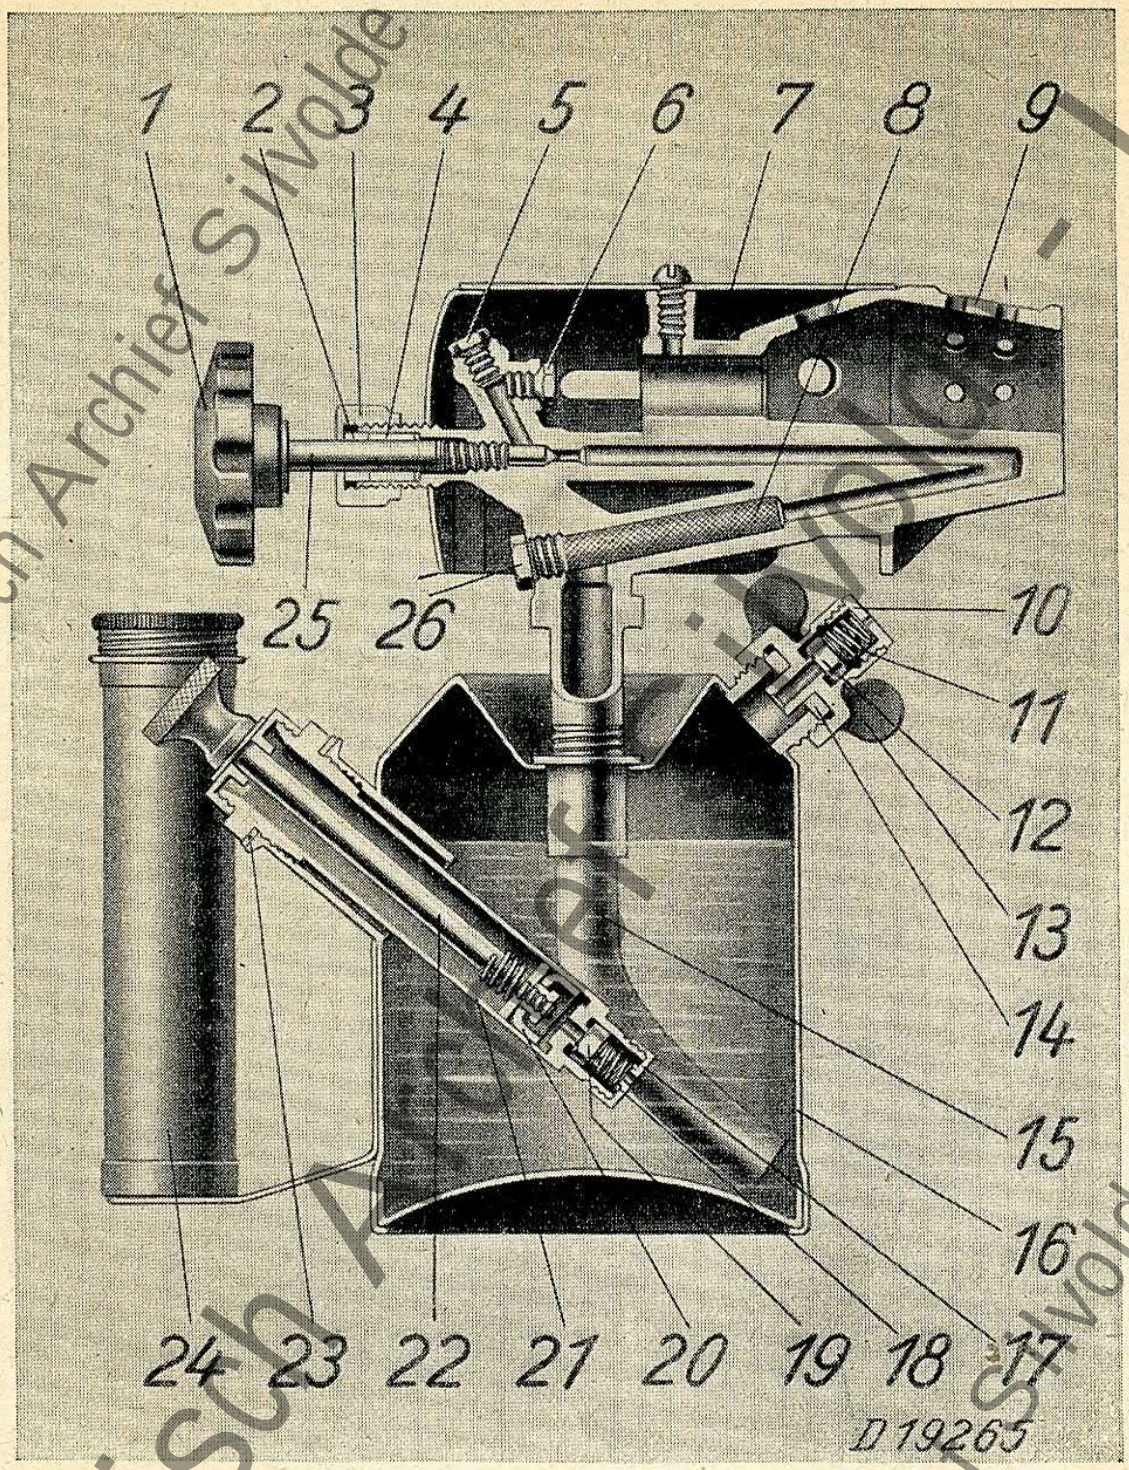
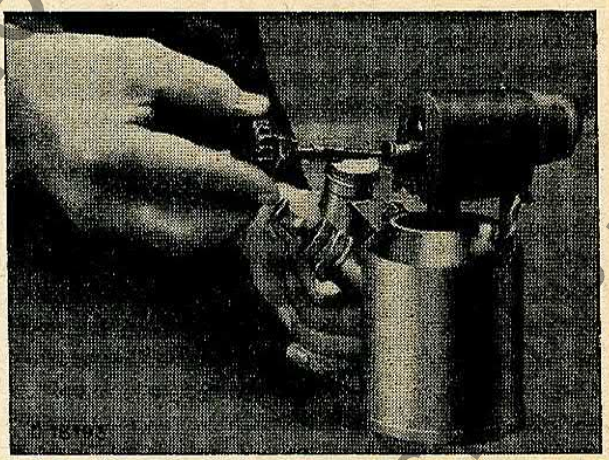

Bild 1: Heizlampe, Schnitt
Bild 4: Herausnehmen der Regulierspindel
Brennstoff: Tankstellen-Benzin (Benzin-Spiritus-Gemisch) oder Petroleum. Für Petroleum muß eine andere Düse 6 (Bild 1) eingesetzt werden, die von der Fabrik zu beziehen ist.
5. Stopfbüchse zur Regulierspindel undicht: Nachziehen oder neue Stopfbüchsenpackung 4 (Bild 1) einlegen (Bild 4).